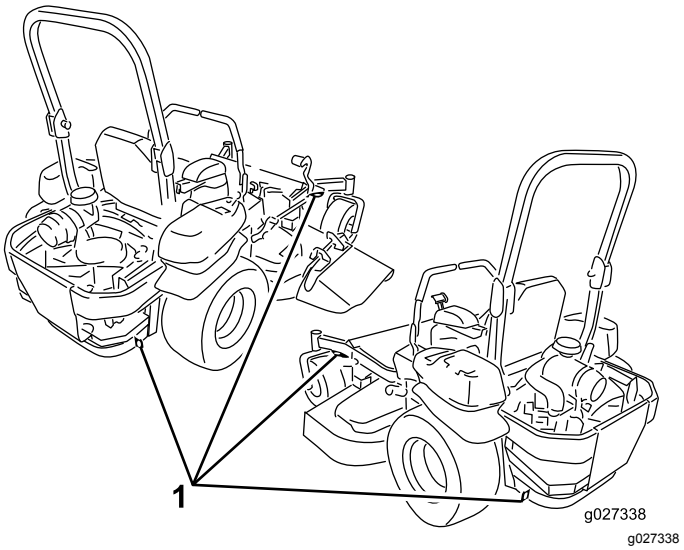

Figur 46
6. Fest maskinen nær de fremre styrehjulene og den bakre støtfangeren med stropper, kjettinger, kabler eller tau (Figur 46). Se lokale bestemmelser for krav om festing.